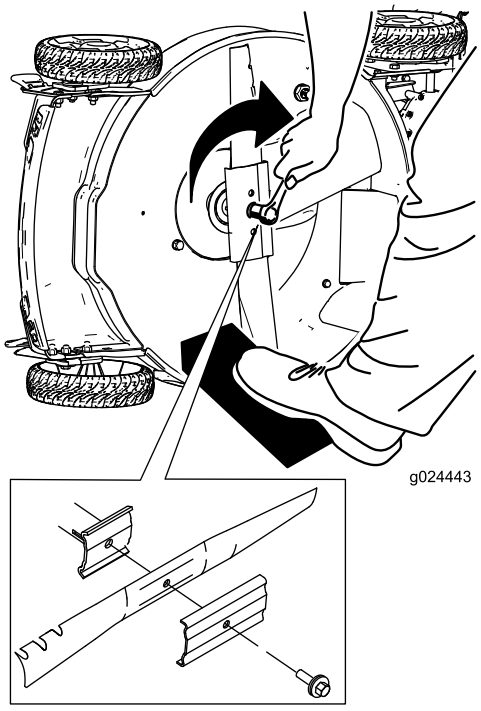

Figur 26
5. Monter den nye skærekniv ved at dreje skæreknivbolten med uret (Figur 26).